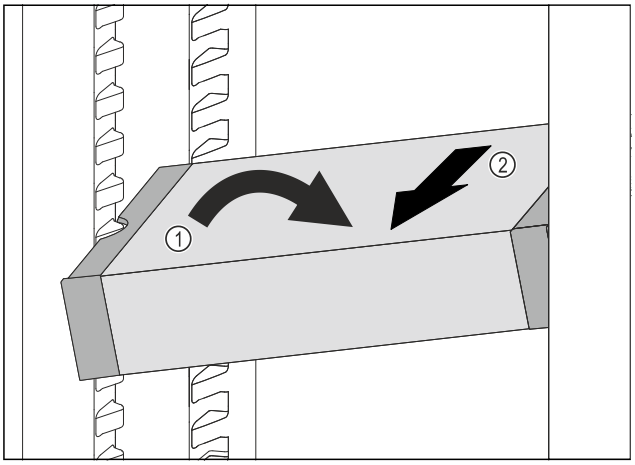

*Fig. 111*
- ▶ Set VarioSafe in refrigerator compartment at an angle. *Fig. 111 (1)*
- ▶ Take VarioSafe out to the front. *Fig. 111 (2)*